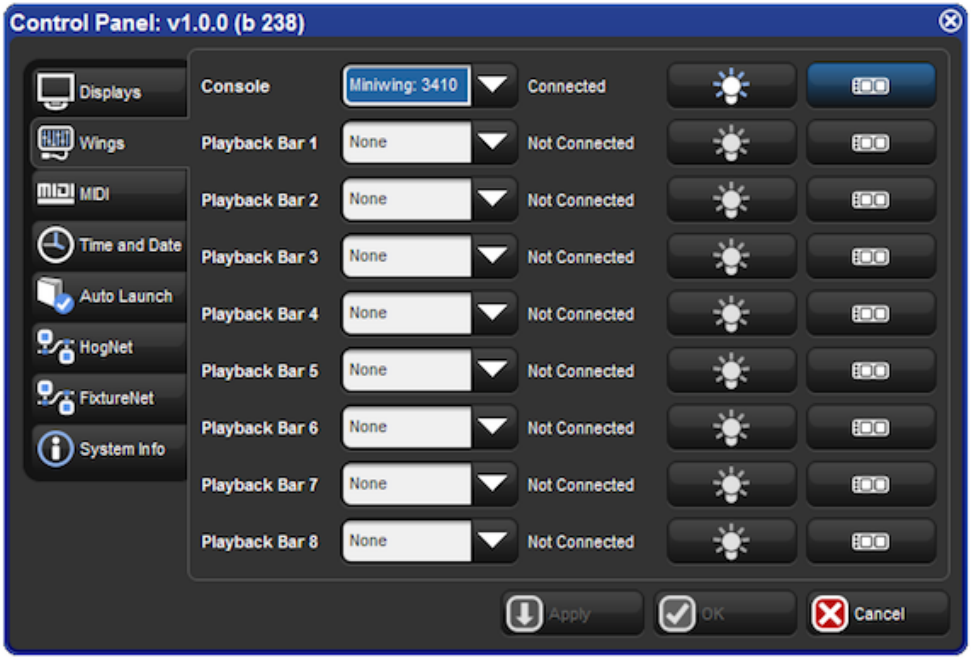

Figure 3.13. The Wings pane of the Control Panel with Playback Wing Mapping
2. Setup → Control Panel → Wings : open the Wings pane of the Control Panel window (see *Figure 3.13, "The Wings pane of the Control Panel with Playback Wing Mapping"*).